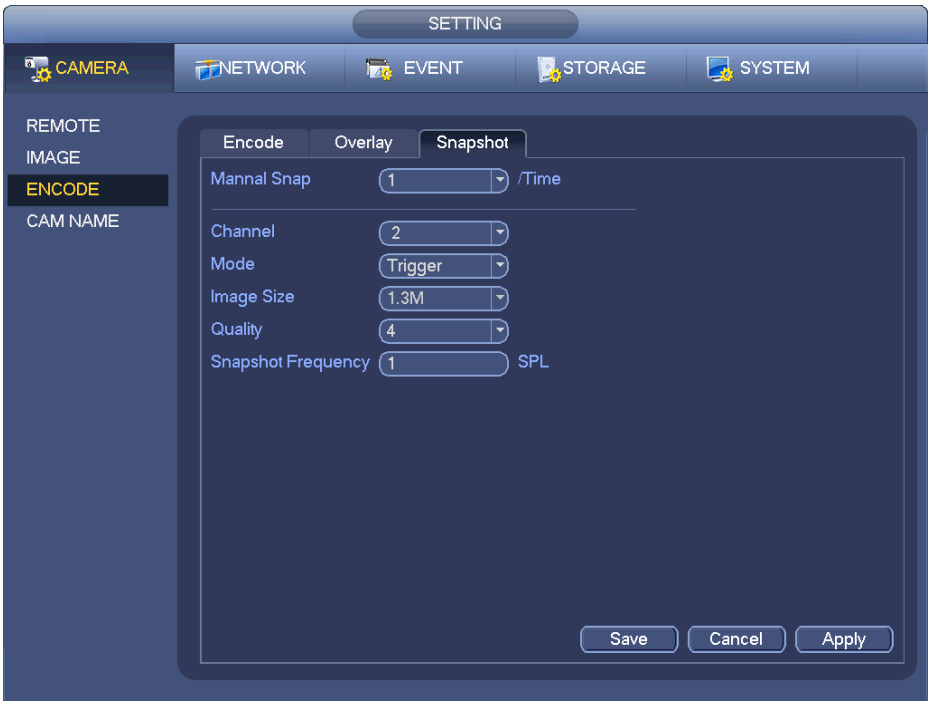

Figure 4-45
a) From Main menu->Setting->Camera->Encode->Snapshot, you can go to snapshot interface. See Figure 4-45.
b) In Figure 4-45, select trigger snapshot from the dropdown list and then set picture size, quality and snapshot frequency. Click OK button to save current setup.